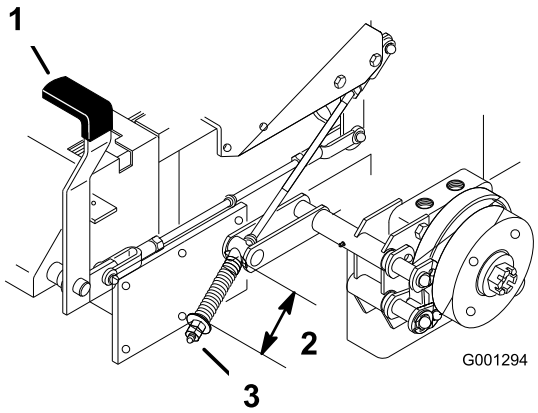

Figur 64
2. Mål fjederens længde. Der skal være 64 mm mellem skiverne (Figur 64).
3. Hvis justering er nødvendig, skal parkeringsbremsen deaktiveret, kontramøtrikken under fjederen løsnes, og møtrikken lige under fjederen spændes (Figur 64). Drej møtrikken, indtil det rigtige mål er nået. Drej møtrikken med uret for at afkorte fjederlængden, og drej mod uret for at øge fjederlængden.